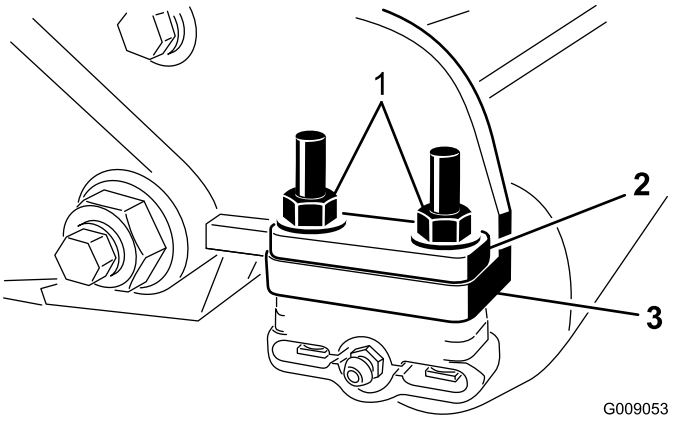

**Figura 7**
6. Togliete i 2 dadi di bloccaggio flangiati che fissano ogni staffa del rullo alle piastre laterali (Figura 7). Non togliete i bulloni. **Togliete anche tutti i distanziali da 6 mm situati sulla parte superiore della flangia di montaggio della piastra laterale.**